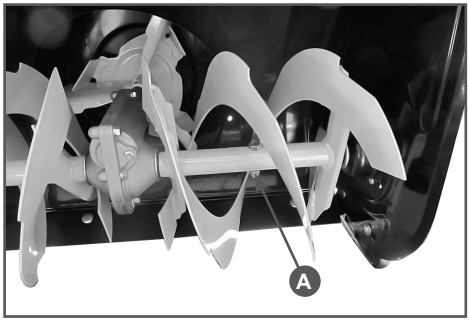

**Рис.9 Замена срезного пальца шнека (A)**
2. Совместите отверстие в шнеке с отверстием в вале шнека. Вставьте новый срезной палец и закрутите гайку или (в зависимости от конструкции) установите шплинт Рис. 9.